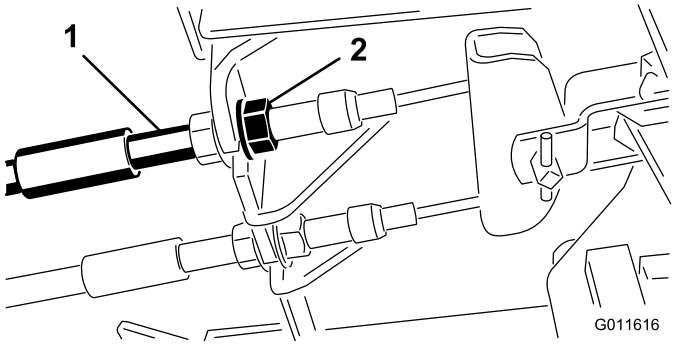

Figura 66
1. Para reducir la holgura de los pedales de freno, apriete los frenos aflojando la tuerca delantera del extremo roscado del cable de freno (Figura 66).